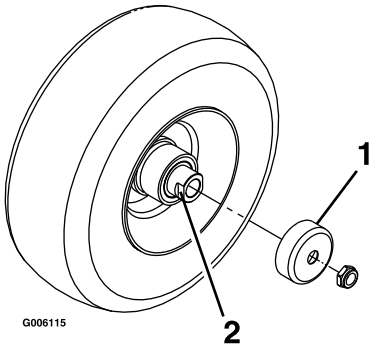

Figur 38
4. Fjern pakningsafskærmningerne fra hjulnavet (Figur 38).